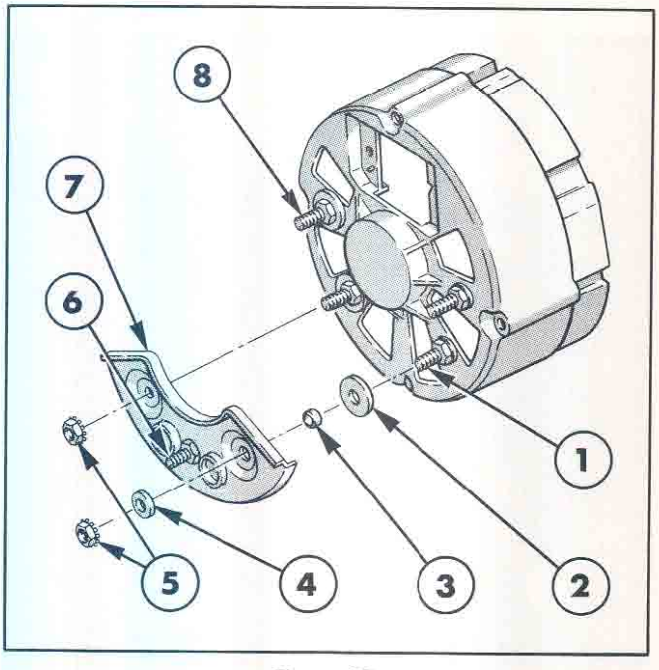

Figure 24
1. Remove the two 10–24 locknuts and the 0.5 in (12.70 mm) O.D. fibre washer, Figure 24, from the auxiliary and negative output studs.